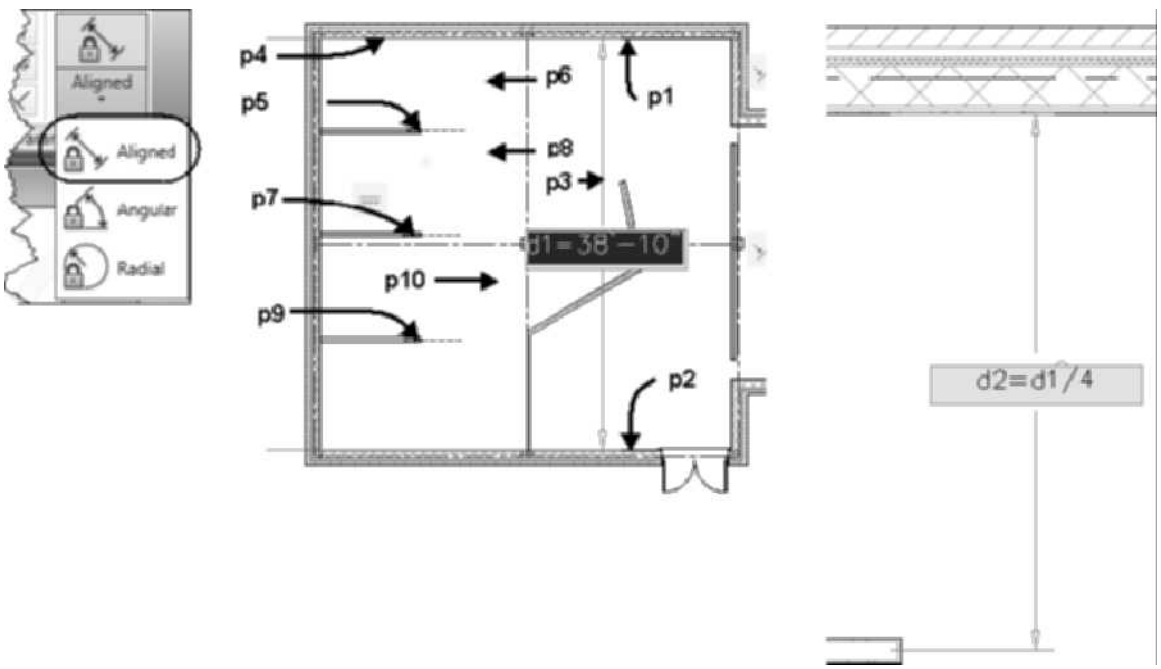

FIGURE 2.62 *Placing the Aligned constraints*
Select first line: *(Select the edge of the wall at **p1** as shown in Figure 2.62.)*
12. In this step you will use the Aligned constraint tool to begin the process of using Aligned constraints to position the center of the 3 interior walls shown at left into 4 equal spaces. Select the exterior wall at p1 as shown in Figure 2.62 to display the Wall contextual tab. Choose Aligned command from the Parametric panel. Respond to the workspace prompts as follows:
Select first line: *(Select the edge of the wall at* ***p4*** *as shown in Figure 2.62.)*
Select second line to make parallel: *(Press Tab to toggle to the center of the wall at* ***p5*** *as shown in Figure 2.62.)*
13. Select the exterior wall at p1 as shown in Figure 2.62 to display the wall contextual tab. Choose Aligned command from the Parametric panel. Respond to the workspace prompts as follows:
Select first line: *(Press Tab to toggle to center of wall at* ***p5*** *as shown in Figure 2.62.)*
Select second line to make parallel: *(Select center of the wall at* ***p7*** *as shown in Figure 2.62.)*
14. Select the exterior wall at p1 as shown in Figure 2.62 to display the wall contextual tab. Choose Aligned command from the Parametric panel. Respond to the workspace prompts as follows:
Select first line: (*Press Tab to toggle to center of wall at* ***p7*** *as shown in Figure 2.62.*)
Select second line to make parallel: (*Select center of the wall at* ***p9*** *as shown in Figure 2.62.*)
Specify dimension line location: (*Select a point near p10 as shown in Figure 2.62 to place the dimension.*)